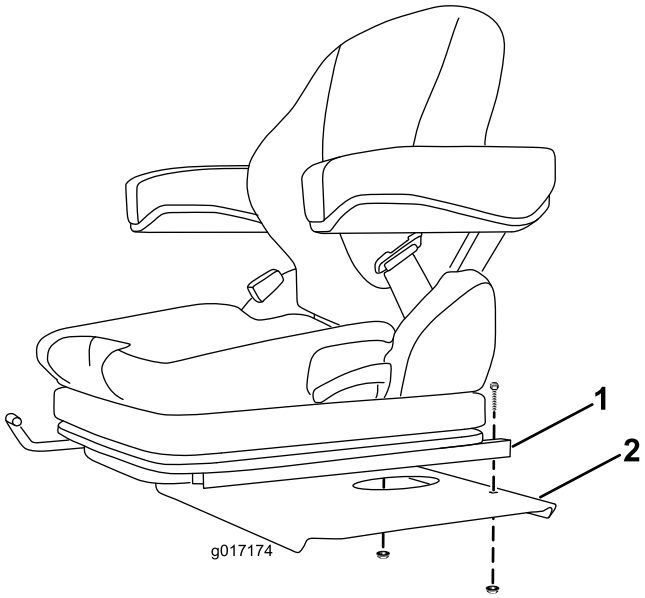

Figuur 4
1. Bevestig de achterkant van elke stoelschuif met een bout en een flensmoer aan de stoelbasis (Figuur 4).